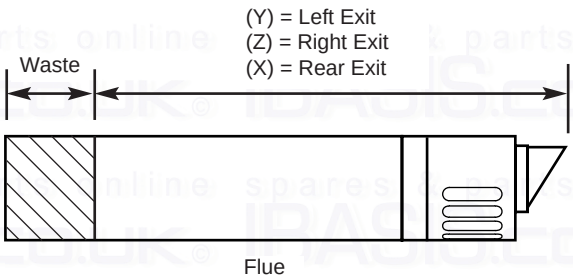

Fig. 27
3. Take the flue and mark off (X) from the terminal end as indicated in the diagram (Fig. 27).
5. Take the flue and mark off (Y) from the terminal end as indicated (Fig. 27).
6. **For right hand exit -** measure the distance from the edge of the wall plate to the inner face of the wall and to this dimension add the wall thickness + 325mm. This dimension to be known as (Z).
7. Take the flue and mark off (Z) from the terminal end as indicated (Fig. 27).